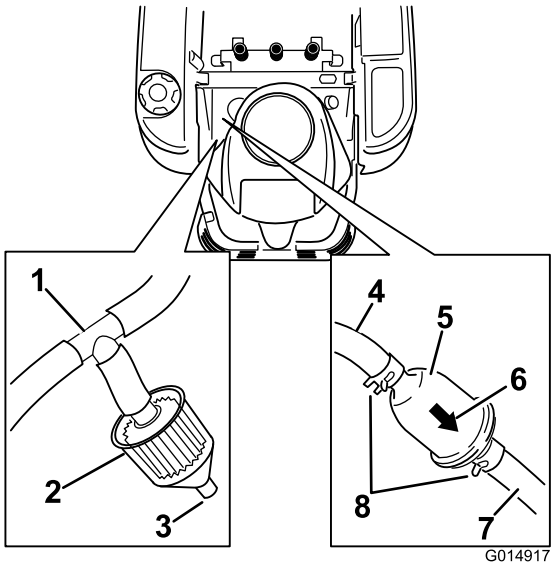

Figur 43
3. Hæv sædet, og find brændstoffiltrene som vist i Figur 43.
4. Klem slangeklemmernes ender sammen, og skub dem væk fra filteret (Figur 43).
6. Monter et nyt filter, hvor strømningsretningspilen kommer fra brændstoftanken og peger mod motoren. Flyt slangeklemmerne tæt på filteret (Figur 43) for at fastholde det.
Nogle maskiner er udstyret med et emissionsfilter (Figur 43), som er forbundet med et T-stykke på udluftningsslangen fra brændstoftanken. Filteret har en åben port. Filteret skal kontrolleres regelmæssigt. Udskift filteret, hvis det er snavset eller tilstoppet.